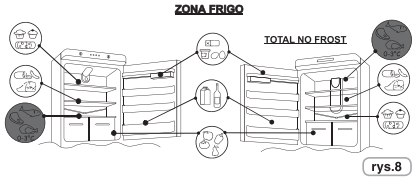

rys.8
• Aby zachować najlepszy smak, wartości odżywcze i świeżość żywności, wskazane jest przechowywanie jej w lodówce, jak pokazano na rys. 8 poniżej, pamiętając, aby zawinąć je w folię aluminiową lub plastikową lub przechowywać w odpowiednich zamykanych pojemnikach, aby uniknąć zanieczyszczenia krzyżowego.